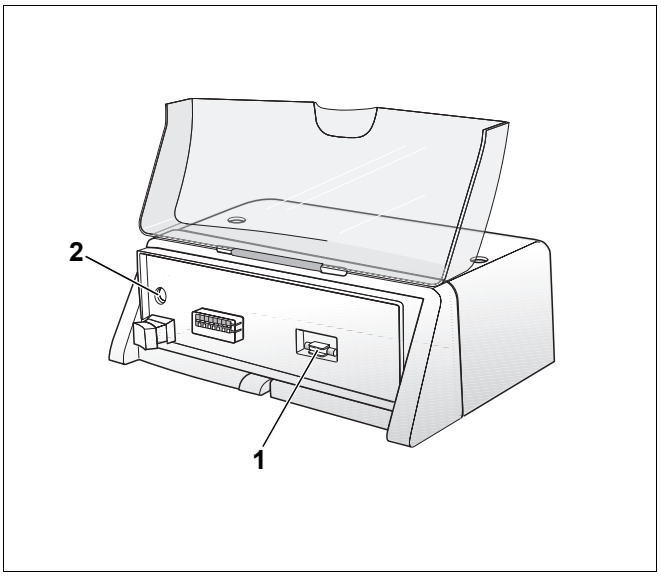

Rys. 12 Wymiana bezpiecznika instalacji grzewczej
Z przodu sterownika (pod modułem podstawowym) znajduje się wgłębienie z bezpiecznikiem zapasowym dla instalacji grzewczej (rys. 12, **poz. 1**).
- Zdjąć osłonę bezpiecznika (rys. 12, **poz. 2**), obracając wkrętak w kierunku przeciwnym do ruchu wskazówek zegara.
- Wyjąć osłonę z uszkodzonym bezpiecznikiem (rys. 12, **poz. 2**) do przodu.